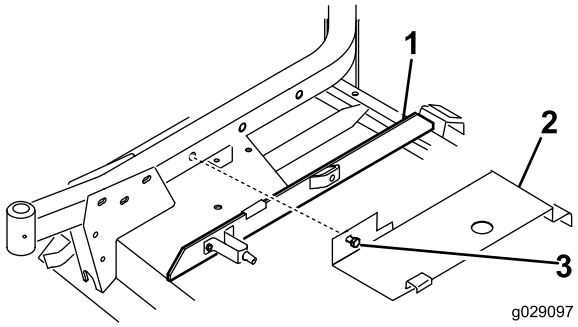

Figura 24
1. Inserte una moldura en la barra de puente derecha de forma que el lateral del soporte del muelle quede a 10 cm del borde más alejado de la moldura (Figura 24).
2. Enganche la parte trasera de la cubierta de la carcasa (Figura 24) en el pasador del canal trasero mientras alinea el perno de montaje de la cubierta con el orificio del brazo de la rueda giratoria derecha. La cubierta debe quedar en la moldura. Ajuste la moldura cuando sea necesario.